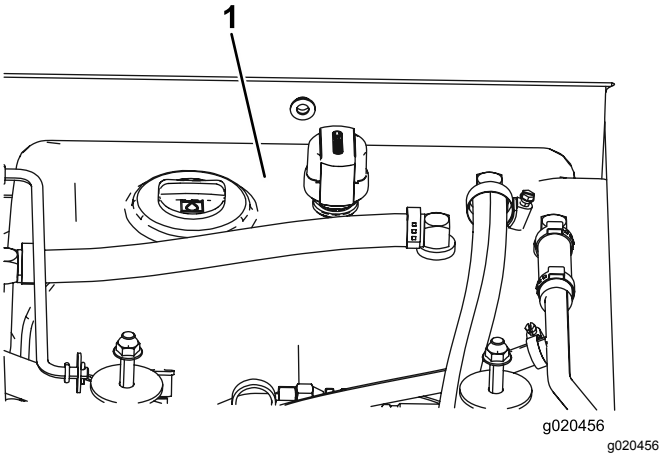

Figuur 104
4. Vul het reservoir (Figuur 104) met hydraulische vloeistof; zie Hydraulische vloeistof controleren (bladz. 72).